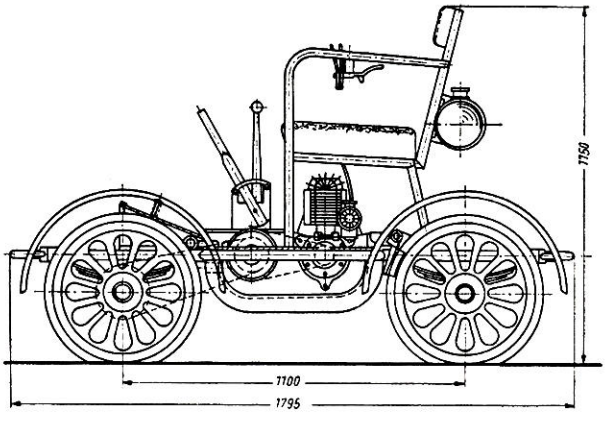

Bild 4 Gleiskraftrad
- Bild 4 Noch ein abschließender Gesamtblick auf die Anlage.